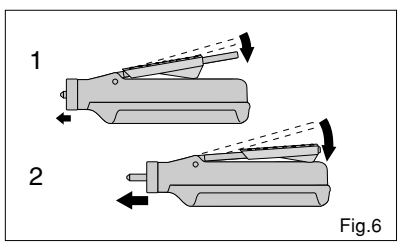

Fig.6
2) L'impugnatura può essere spostata in avanti o indietro per modificare la quantità di materiale da estrarre. (Fig.6)
2) El agarre para el dedo puede moverse hacia delante o hacia atrás para cambiar la cantidad de material a obtener. (Fig.6)
2) De plastic vingergrip kunt u voorwaarts of achterwaarts bewegen om zo de hoeveelheid te extruderen materiaal te veranderen. (Fig.6)